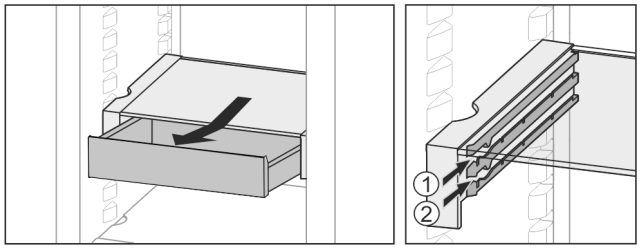

Fig. 21
▶ Slide in at any height *Fig. 21 (1)* or *Fig. 21 (2)*.